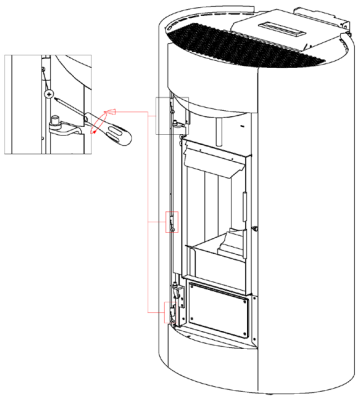
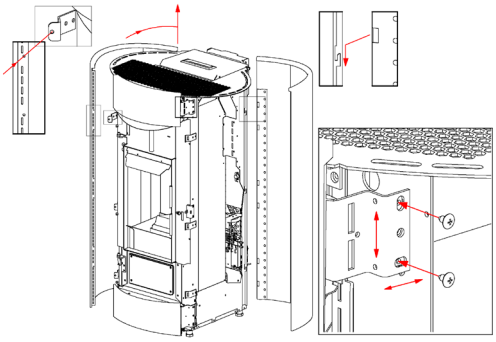

Fig. 44 - Einhakzähnchen
Fig. 45 - Justierungen
- Der Wiedereinbau erfolgt in umgekehrter Reihenfolge, wobei die Möglichkeit besteht, die Vordereinsätze vertikal und horizontal zu regulieren, so dass sie mit den Seiten fluchten (siehe **Fig. 44 auf S. 23** und **Fig. 45 auf S. 23**).